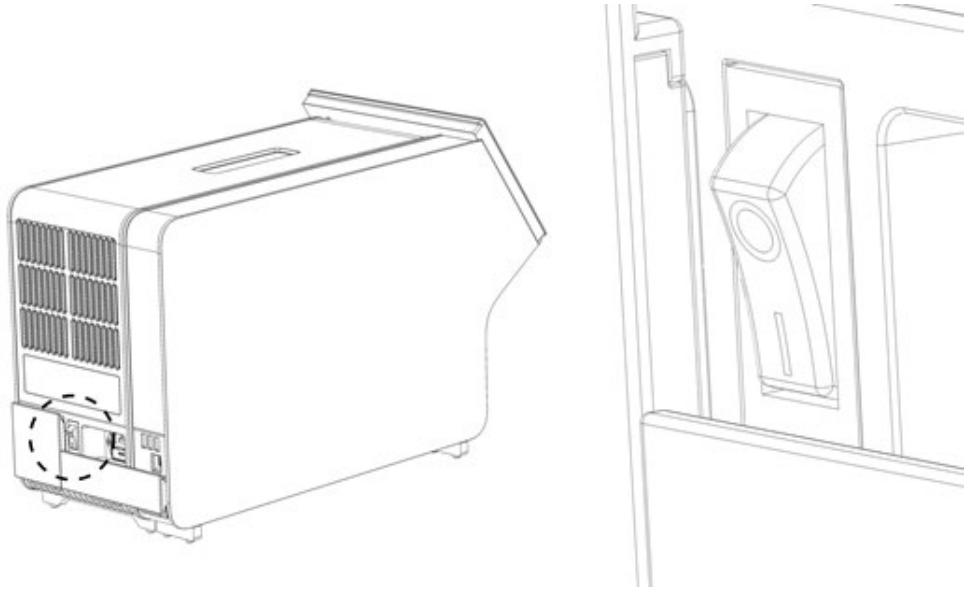

Figur 11. Finn strømbryteren og sett den i posisjonen «I».
9. Slå på instrumentet ved å flytte strømbryteren på baksiden av den analytiske modulen slik at den står i posisjonen «I» (figur 11). Kontroller at statusindikatorene på den analytiske og driftsmodulen er blå.